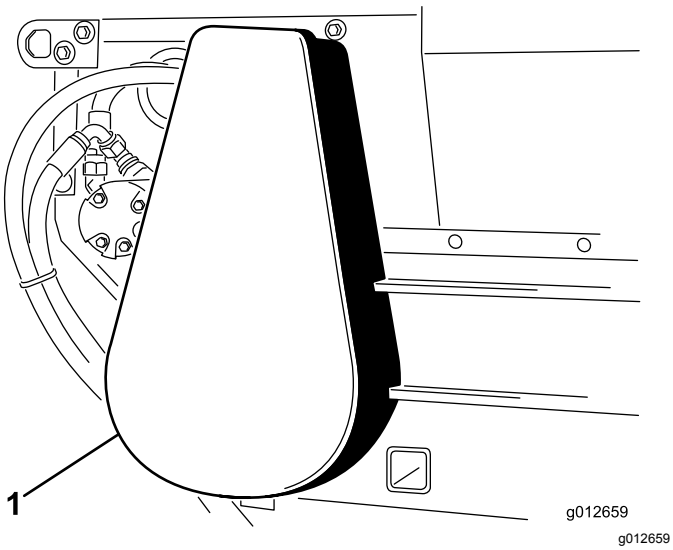

Rysunek 23
1. Usuń pokrywę łańcucha (Rysunek 23).